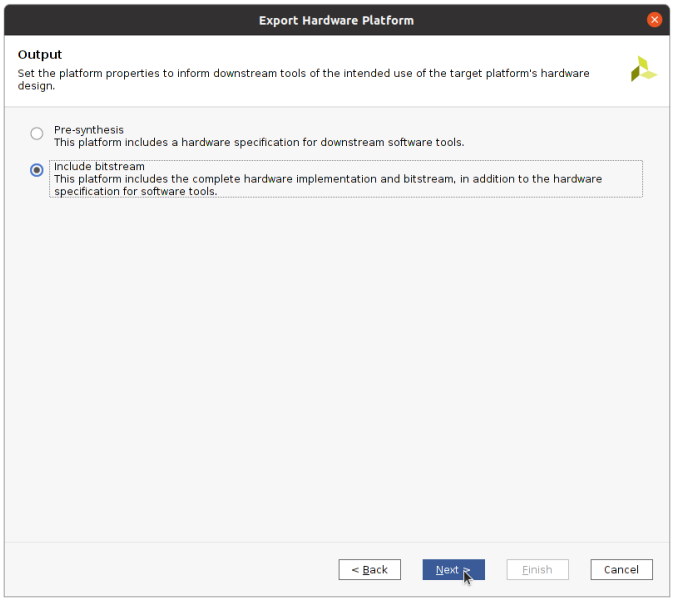

Figure 15: Export Hardware Platform
11. Choose the **Include bitstream** option and click on **Next**. Refer figure 15.